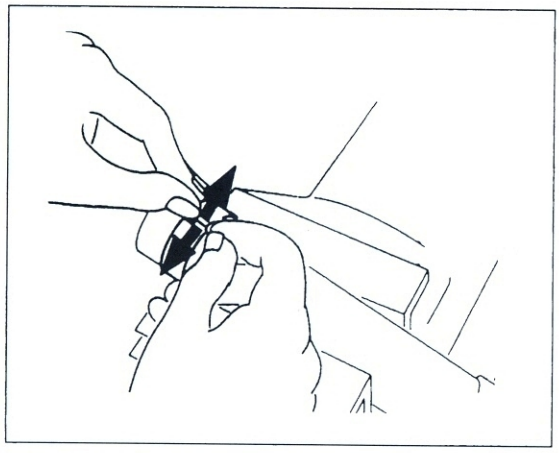

Bild 226
- Falls beschädigt oder verschlissen, Standrohrbuchse mit zwei Fingern auseinanderdrücken und abnehmen (ist zur Sichtkontrolle nicht notwendig; Bild 226).